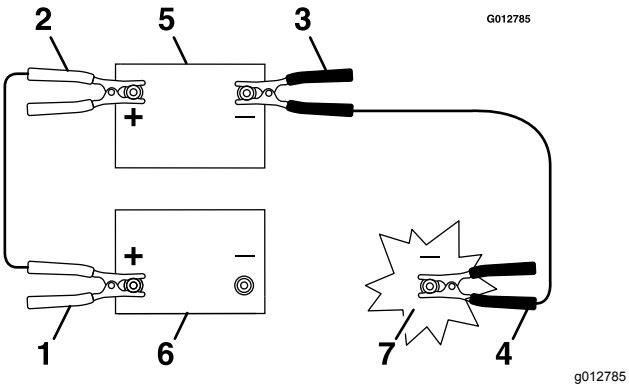

Figuur 59
3. Koppel de pluskabel (+) aan op de pluspool (+) van de ontladen accu die verbonden is met de starter of de solenoïde; zie Figuur 59.